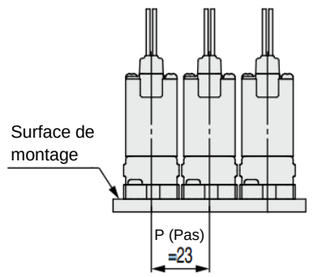

Figure 1
- **Lorsque les électrodistributeurs sont montés l'un à côté de l'autre, P (pas) doit être de 23 mm min. (Voir Fig. 1)**